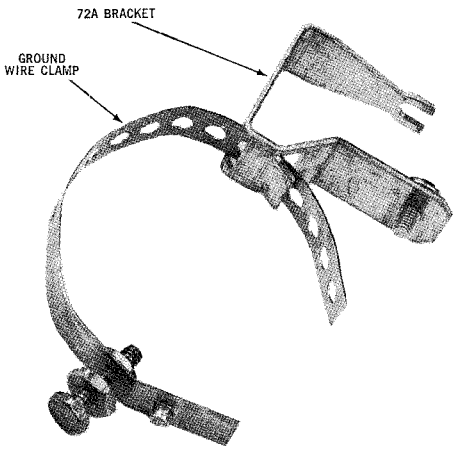
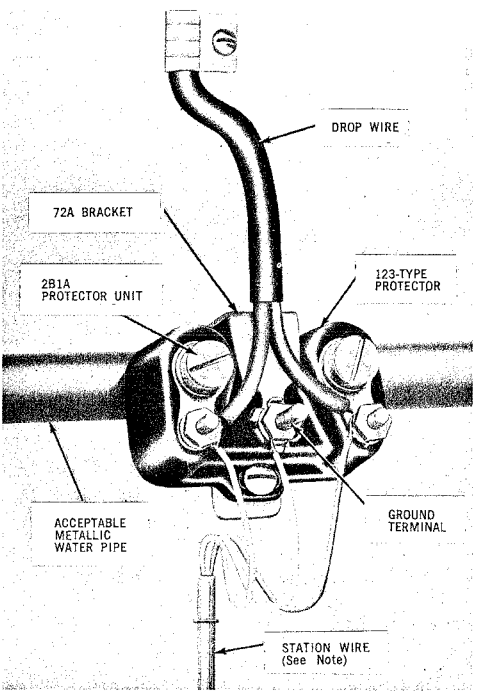

Fig. 8 — Station Ground Wire Clamp Through Slot in 72A Bracket
Fig. 13 — 123 Type Protector Installed With 72A Bracket
3.04 The *72A Bracket* (Fig. 8) is used to mount a 123A1A protector on an acceptable metallic cold water pipe or to a power stack by means of a station ground clamp (Figs. 13 and 14).
into place, making sure the notched portion of the clamp is under the pronged washer of the protector ground terminal. Place screw through mounting hole in protector and into threaded hole in the bracket. Tighten mounting screw and protector ground terminal nut thoroughly. A protector mounted in this manner is grounded through the 72A Bracket and eliminates the use of station ground wire. (See Fig. 13.)